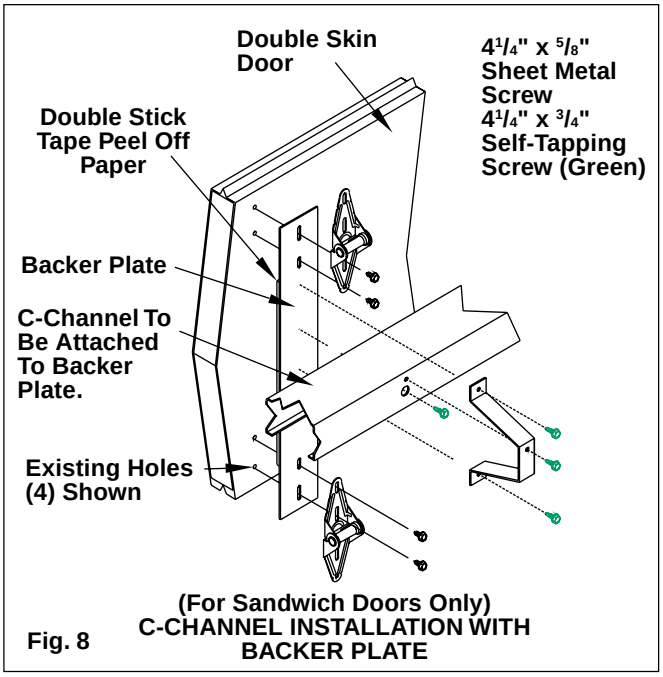

Fig. 8 (For Sandwich Doors Only) C-CHANNEL INSTALLATION WITH BACKER PLATE
C-Channel straps are attached to the C-channel with (1) 1/4" x 3/4" self-tapping screw, and attached to the door with (2) 1/4" x 3/4" self-tapping screws. (FIG. 8 and 9)